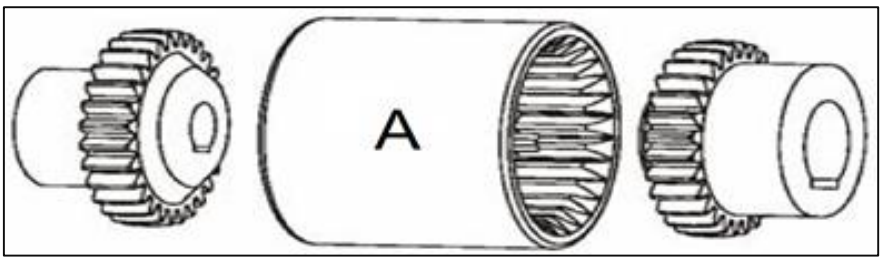

FIGURE 1
2.2 FIGURE 1 shows the diagram of a coupling.
2.2.1 Name the coupling shown in FIGURE 1. (1)